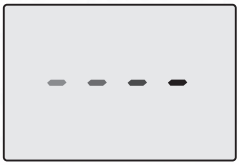
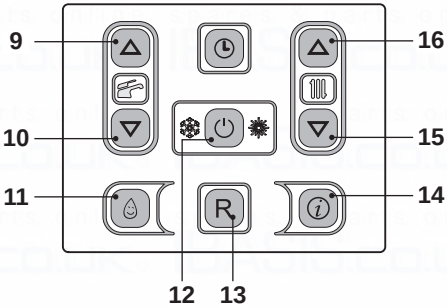

Fig. 7.4
Fig. 7.5
- Electrically power the boiler by switching on the double pole isolation switch. The LCD will display, the - - - - symbol (Fig. 7.4).
- Press the 12 key for 2 seconds until both and symbols appear on the display Fig. 7.5.
- Switch off the boiler by pressing the 12 (Fig. 7.5) key for 2 seconds until the - - - - symbol appears on the LCD display (Fig. 7.4).